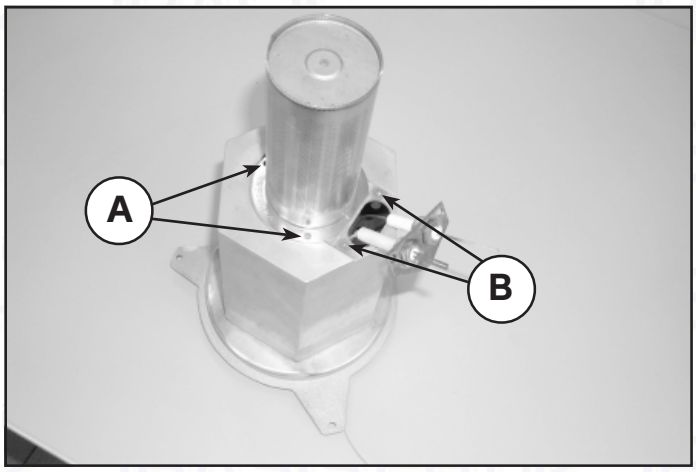

Fig. 26
- To change the burner, remove the three fastening screw “A” (fig. 26)
- To change electrodes, unscrew the two screws to the supporting plate and remove it. Undo the brass nuts, to electrodes “B” (fig. 26). Reassemble reverce order.